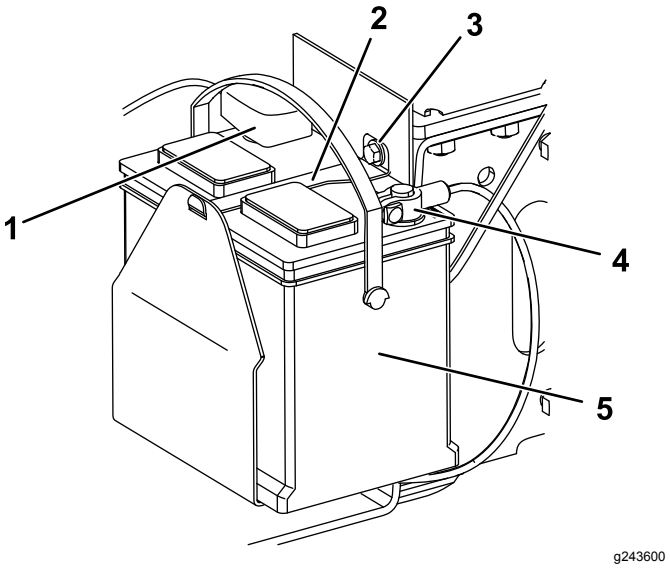

**Figur 38**
1. Skruv (3)
5. Ta bort skruven, brickan och skenan som håller fast batteriet (Figur 38).
6. Lossa minuskabeln (svart) från batteripolen (Figur 38). Spara fästelementen.
8. Lossa pluskabeln (röd) från batteripolen (Figur 38). Spara fästelementen.
1. Anslut batteriets pluskabel (röd) till batteriets pluspol (+) med hjälp av fästelementen du tog bort tidigare (Figur 38).
3. Anslut batteriets minuskabel (svart) till batteriets minuspol (−) med hjälp av fästelementen du tog bort tidigare (Figur 38).
4. Fäst batteriet med hjälp av skenan, skruven och brickan (Figur 38).